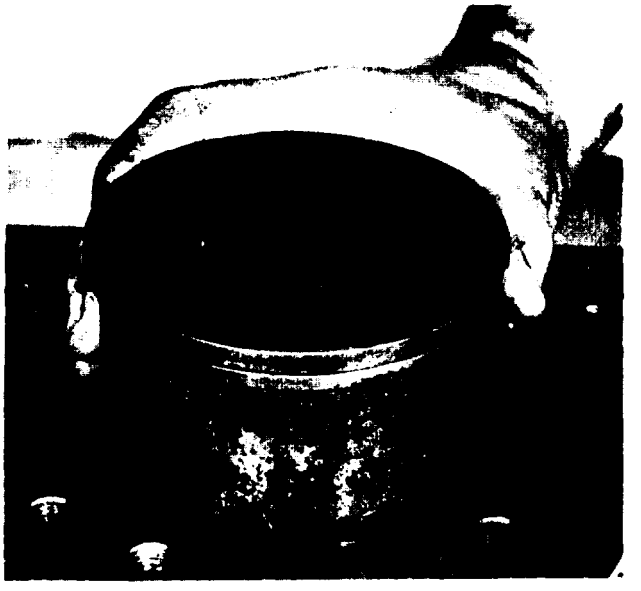

Figure 5-53. Cylinder Sleeve Removal
s. The cylinder sleeve may be removed by placing d wooden block between the crankshaft and the bottom of the cylinder sleeve and turning the crankshaft, forcing the sleeve out. See figure 5-52. After the cylinder sleeve has been lifted from its seat, pull the sleeve up and out of engine block, as shown in figure 5-53.